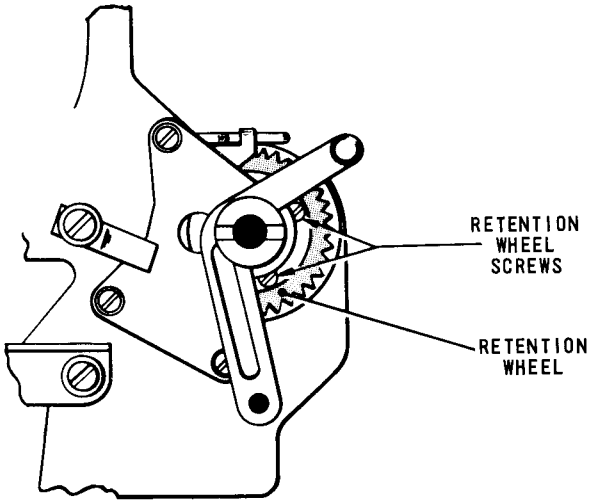

Fig. 4.39 SPROCKET FEED PLATEN—LEFT-HAND END
44.2 If it is not, slacken the three screws securing the retention wheel, Fig.4.39, until they are friction tight and, holding the platen so that the correct paper/type alignment is present, move the retention wheel until its roller is fully engaged. Tighten the three retention wheel screws.